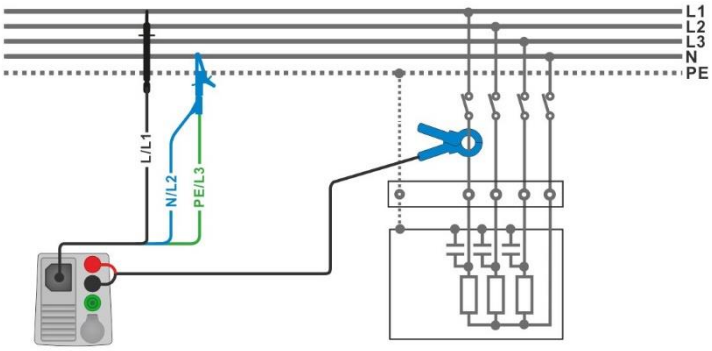

Figure 7.99: Power measurement
- Connect the 3-wire test lead and current clamp to the item to be tested (see ***Figure 7.99***).